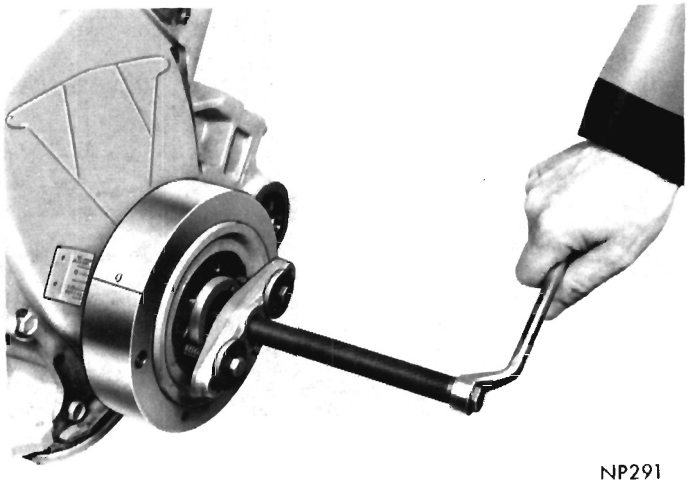

Fig. 16—Removing Vibration Damper Assembly
(1) Drain cooling system and remove radiator, fan belt and water pump housing. Remove power steering pump and tie out of the way, if so equipped.
(2) Remove pulley from vibration damper, bolt and washer securing vibration damper on crankshaft.
(3) Install Tool C-3688, and pull damper assembly off end of crankshaft (Fig. 16).
(4) Remove the two front pan bolts.
(5) Remove chain case cover and gasket using extreme caution to avoid damaging oil pan gasket. **It is normal to find particles of neoprene collected between the crankshaft seal retainer and crankshaft oil slinger.**
(6) Slide crankshaft oil slinger from end of crankshaft.